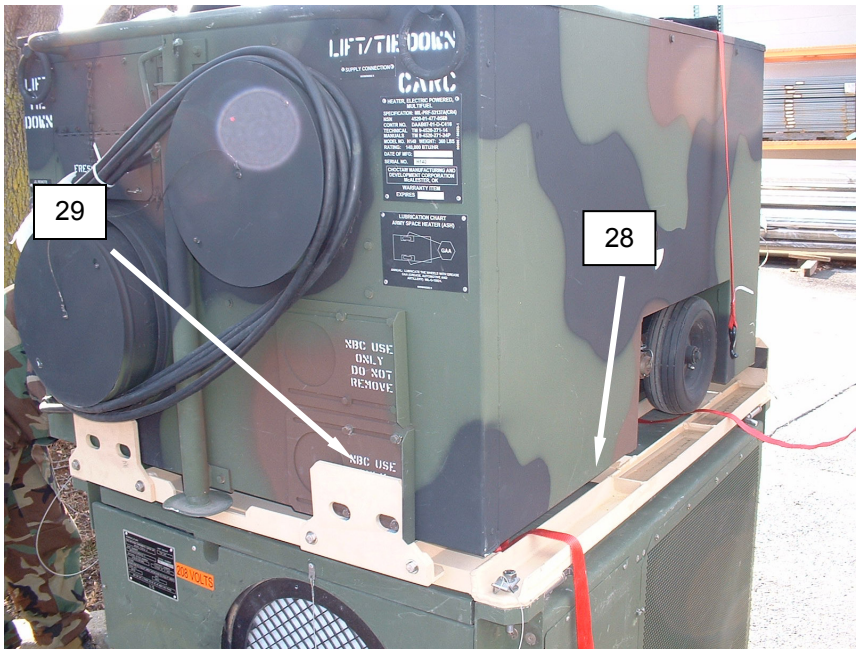

Figure 24. Stacking Adapter and Overhang Plates.
35. Locate the stacking adapter **(Figure 24, Item 28)** and the overhang plates **(Figure 24, Item 29)**.